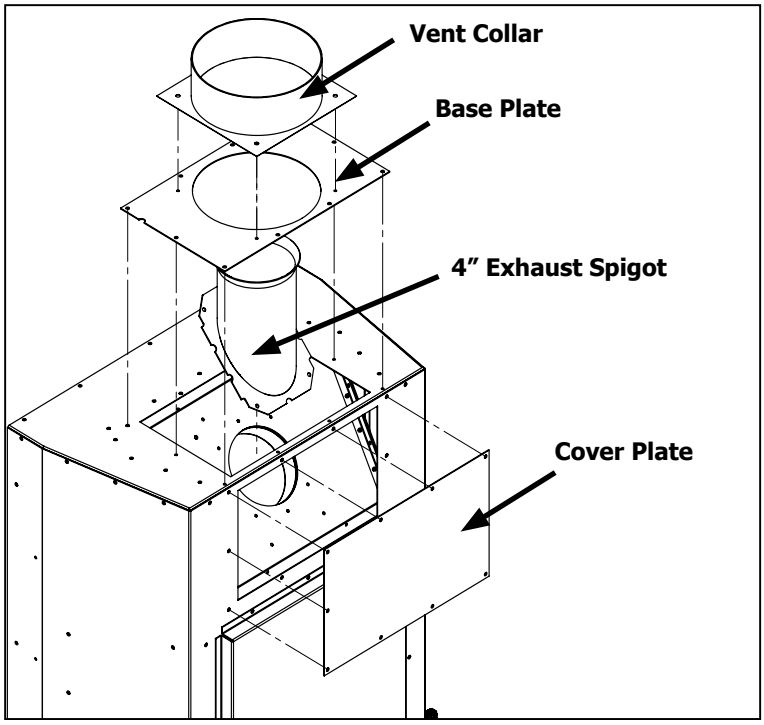

Figure 31: Removal of Co-Axial Venting
Step 1: Using a T20 screwdriver remove the vent collar, base plate, cover plate and 4" exhaust spigot (28 screws total) as shown in Figure 31. The vent collar, base plate, and 4" exhaust spigot will no longer be used.